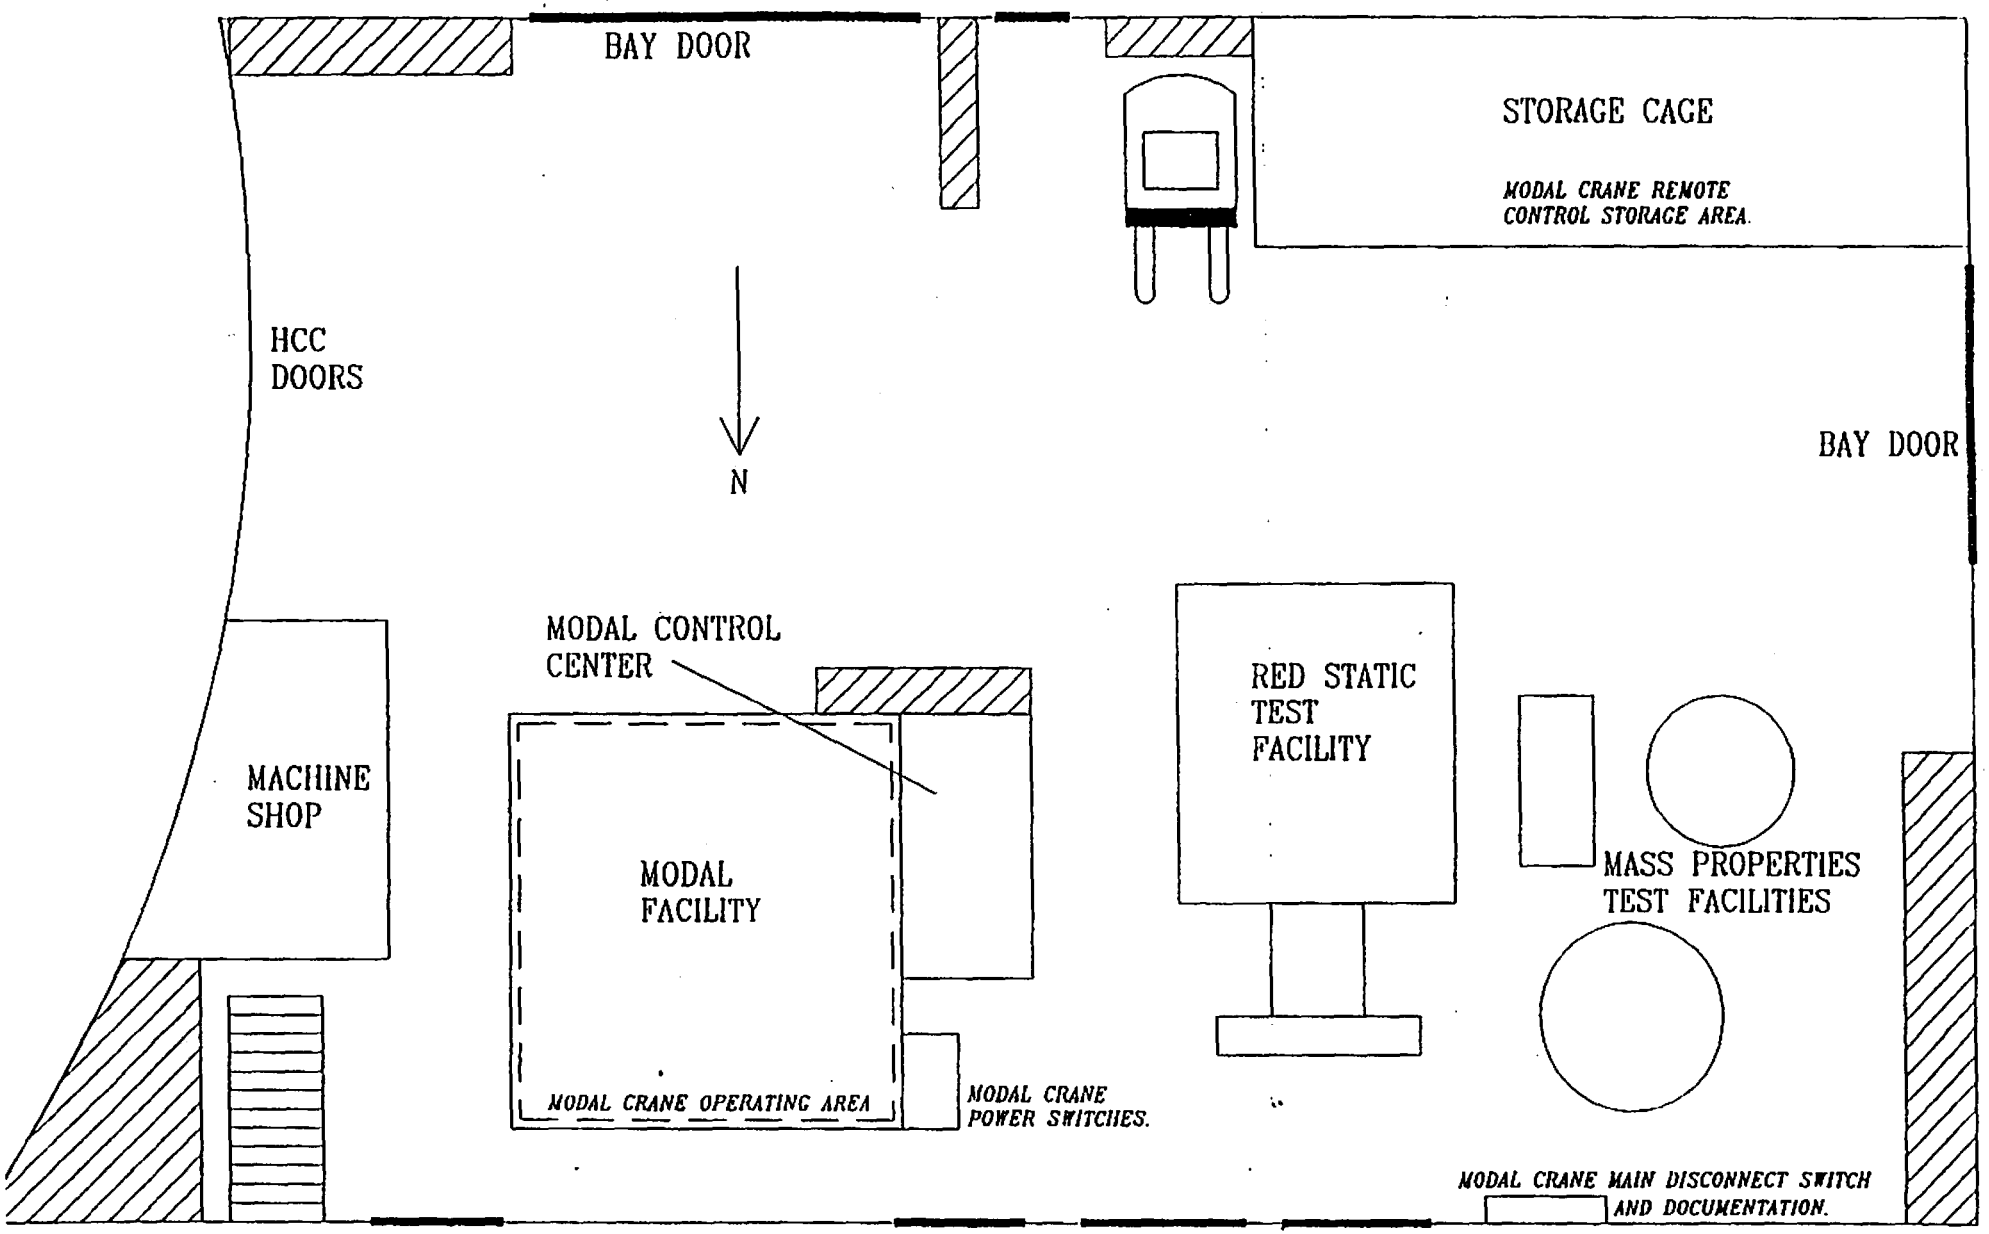
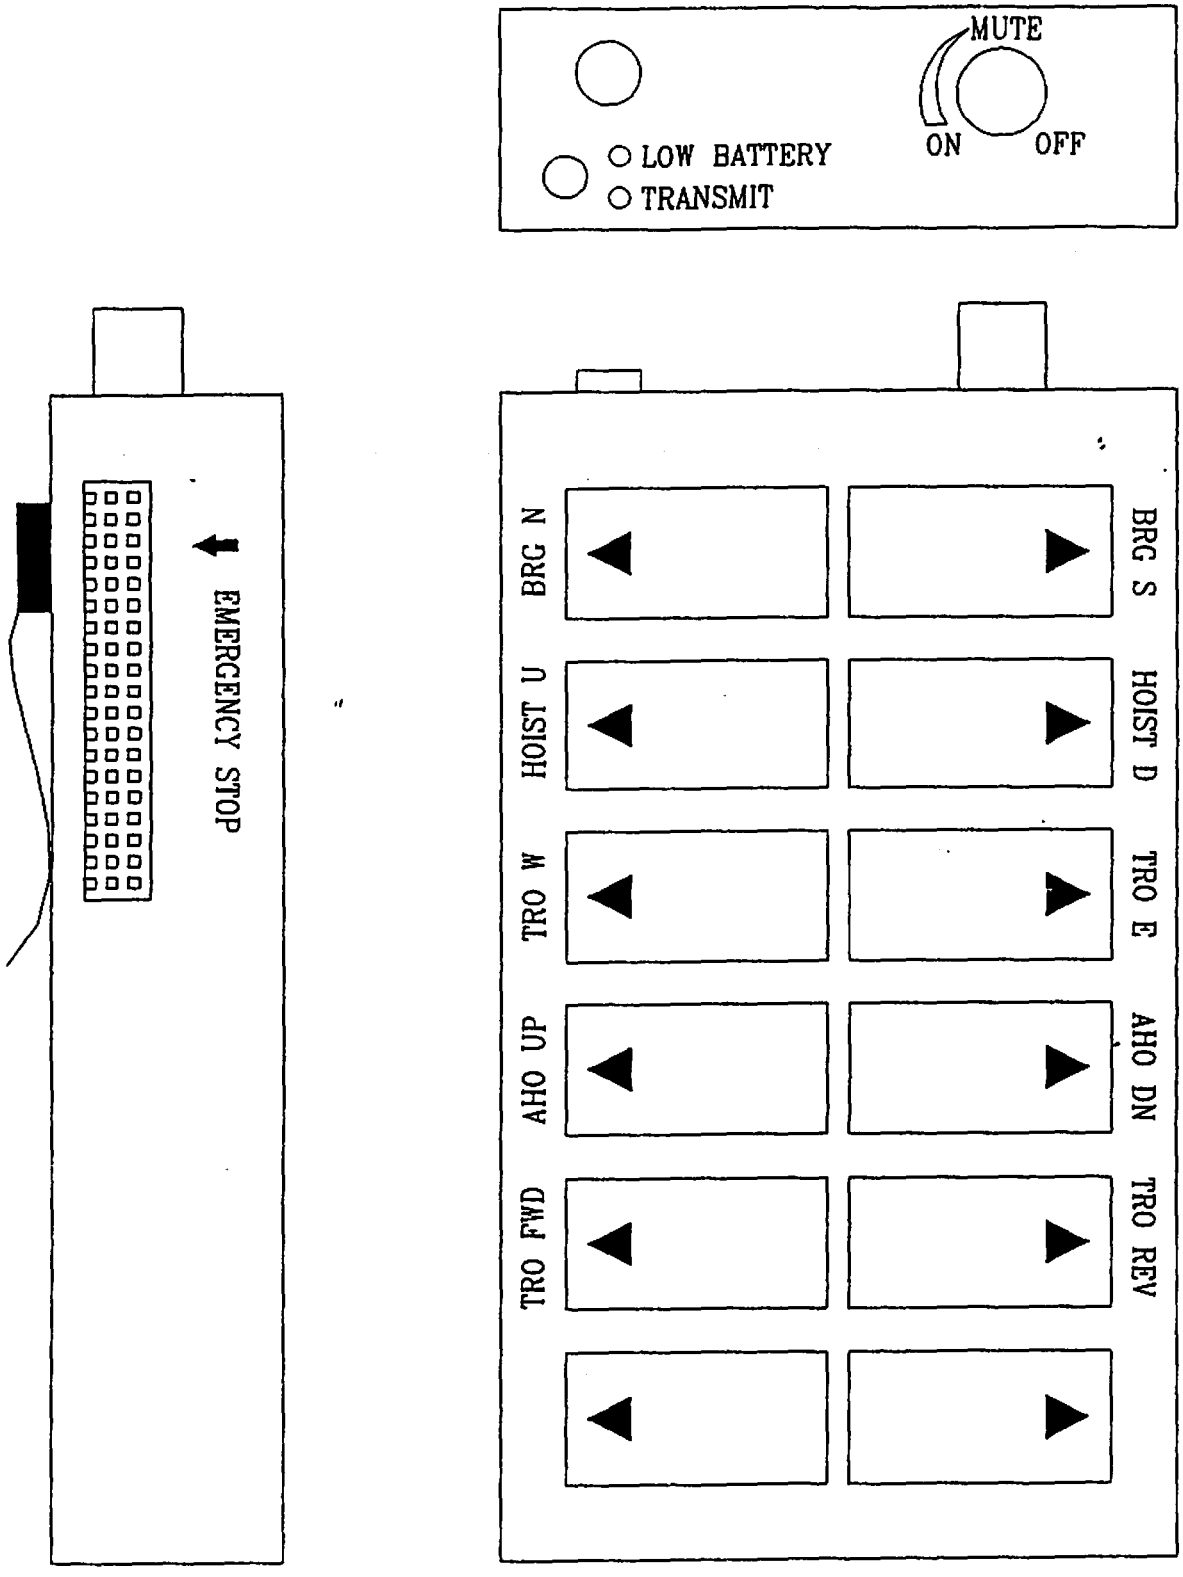

FIGURE 1
FIGURE 2
The main disconnect switch and documentation for all three cranes are on the north wall of the high bay. In addition, individual power switches for each crane and a selector dial are located on the northwest corner of the Modal Facility. The selector dial allows the user to choose which crane the remote control unit will operate. See Figure 1 for a top view of these locations. The operating area of the three modal cranes is outlined in dotted lines in Figure 1.
These cranes are operated by remote control. A small hand-held control unit is used to control crane movement instead of the typical hanging pendant. The controller is stored in the cage in the southwest corner of the high bay, as shown in Figure 1. The control box operates on rechargeable batteries and will control the cranes properly from anywhere within or immediately around the Modal Facility. Figure 2 shows the layout of the remote controller for all three cranes.
11) Read the compass printed on the underside of the cranes, and become familiar with the directions. Review the remote control and become familiar with its layout. The remote control is shown in Figure 2. The functions of each button on the remote control unit are described below: